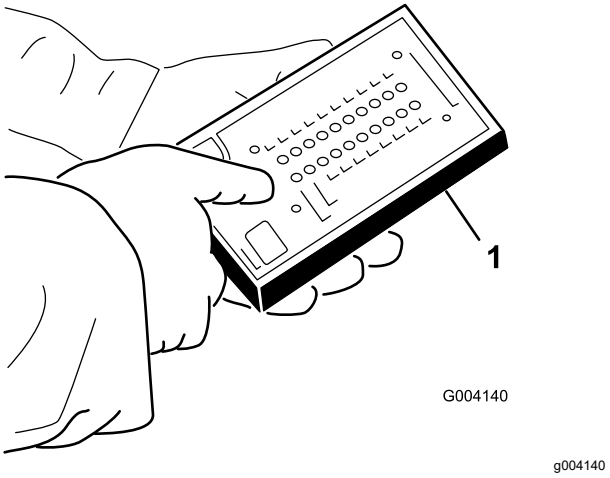

Figur 41
4. Anslut diagnosinstrumentets displaykontaktdon till det diagnostiska kontaktdonet (Figur 41).